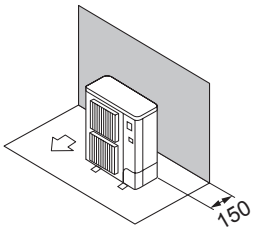

Fig. 2-7
① Obstacles uniquement à l'arrière (Fig. 2-7)